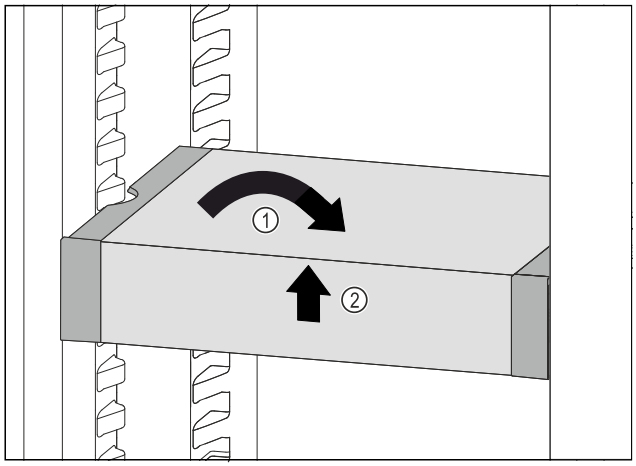

Fig. 151
▶ VarioSafe recht zetten. *Fig. 151 (1)*
▶ VarioSafe aan voorkant optillen. *Fig. 151 (2)*